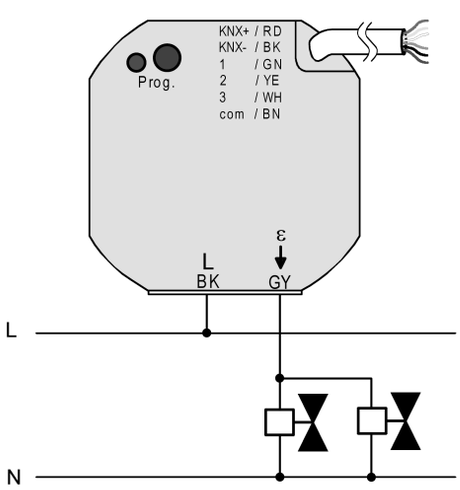

Figura 4: Collegamento della tensione di rete e del carico
(4) Scatola apparecchi (per esempio scatola elettronica)
(5) Parete divisoria
(6) Interruttore per collegamenti in serie
(7) Contatto a potenziale zero, ad es. contatto finestra
- Collegare la tensione di rete e gli attuatori elettrotermici con l'ausilio dei morsetti a innesto forniti in dotazione (figura 4).